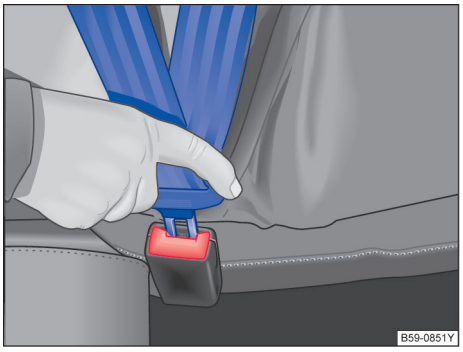

图 32 安全带锁扣和插口
– 将锁舌插入所属座椅的安全插锁内，下压，直至听到啮合声→图 32。安全带锁舌被锁扣锁止。